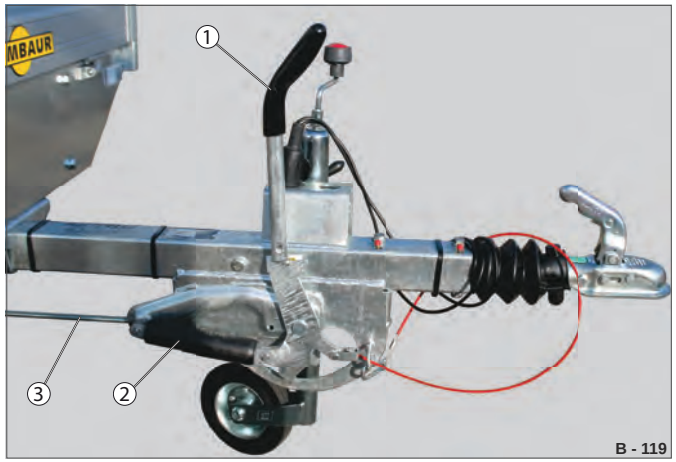

Fig. 86 Håndbremse trukket (fabrikat Knott)
▶ Skub om nødvendigt anhængeren lidt baglæns Fjederakkumulatoren (Fig. 86 /2) aktiverer håndbremsen fuldstændigt.